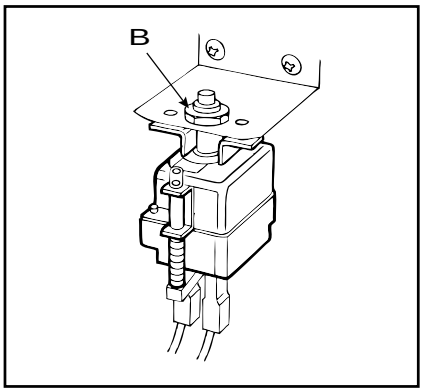

fig. 8
3) Sfilare i fili dei termostati e svitare il fissaggio (**B** - fig. 8) del termostato di sicurezza o le viti del termostato di cottura fissato nel retro del pannello comandi;